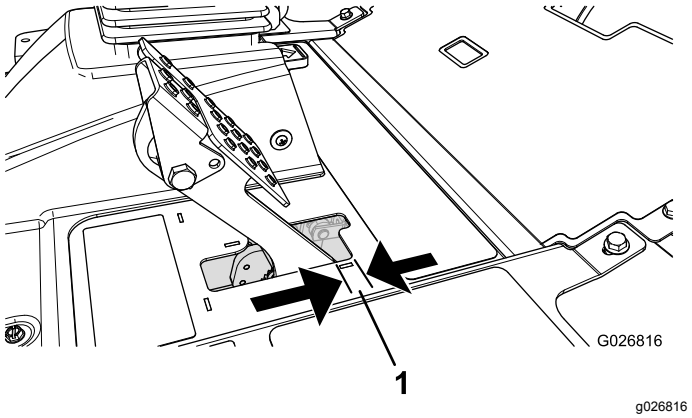

Figur 94
Juster bremsene når det er mer enn 2,5 cm frigang på bremsepedalen, eller når det kreves mer bremsekraft (Figur 94). Frigang er den avstanden bremsepedalen kan beveges før du merker bremsemotstand.
2. Trekk til den bakre mutteren for å flytte kabelen bakover til bremsepedalene har en frigang på 0,63 til 1,27 cm, før hjulet låses (Figur 94).